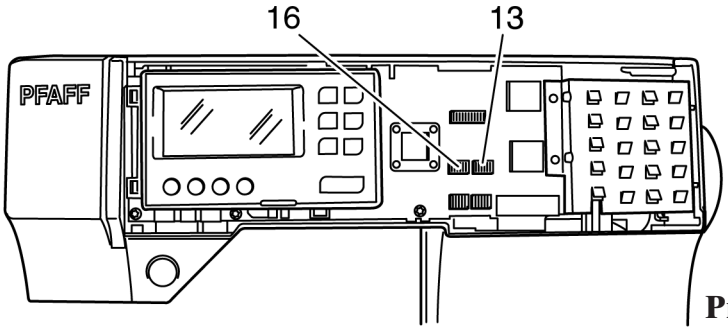

Рис. 110
- Отсоедините вилочную часть кабельного разъема 16 от гнезда платы передней панели машины и оттяните кабель вниз (рис. 110).
- Отсоедините вилочную часть кабельного разъема 13 от гнезда платы передней панели машины и оттяните кабель вниз (рис. 110).
- Вставьте вилочную часть кабельного разъема 13 в гнездо платы передней панели машины и оттяните кабель вниз (рис. 110).